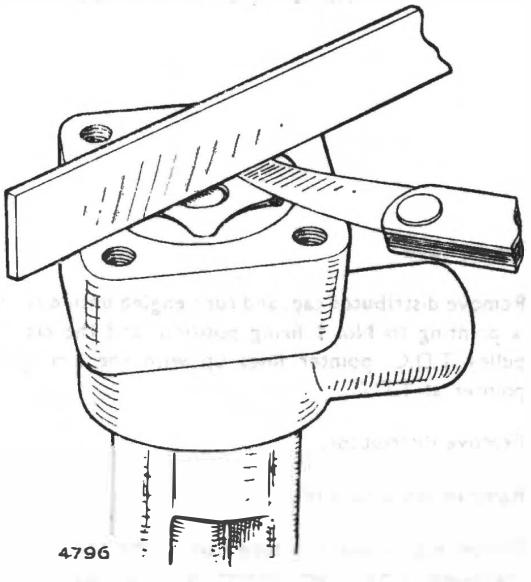

Fig. 15. *Checking oil pump rotor end clearance.*
1. End clearance between the inner and outer rotor ring and pump body. The maximum and minimum are ·003 in. (·076 mm.) and ·001 in. (·025 mm.) when measured with a feeler and straight edge as illustrated in Fig. 15.